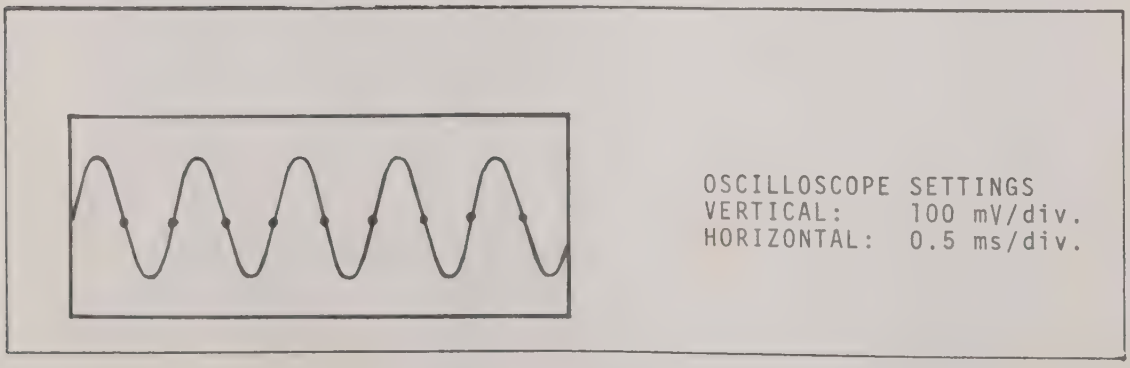

FIGURE 4.2 "B" AND "C" MARKER INTENSITY CHECK
c) Adjust oscilloscope for waveform shown in Figure 4.2. The intensity marker on the first graticule (positive-going) is the Start marker. The intensity marker on the second graticule is the Stop marker.